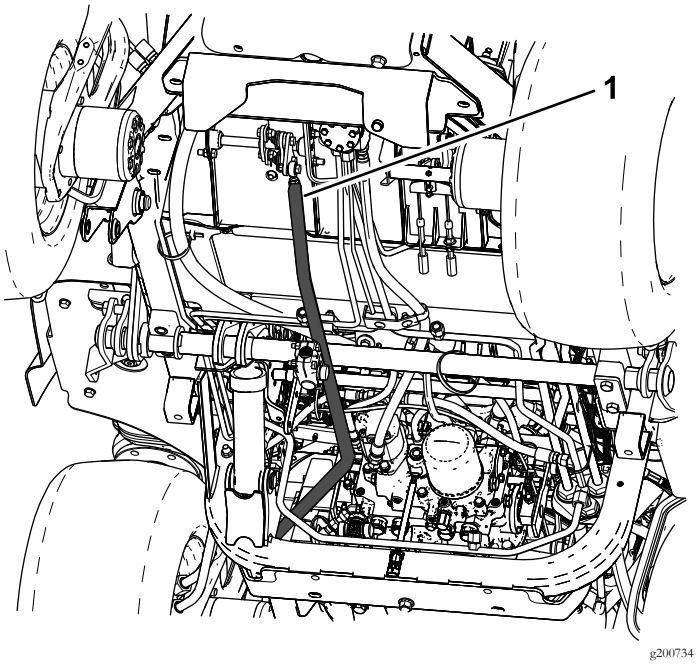
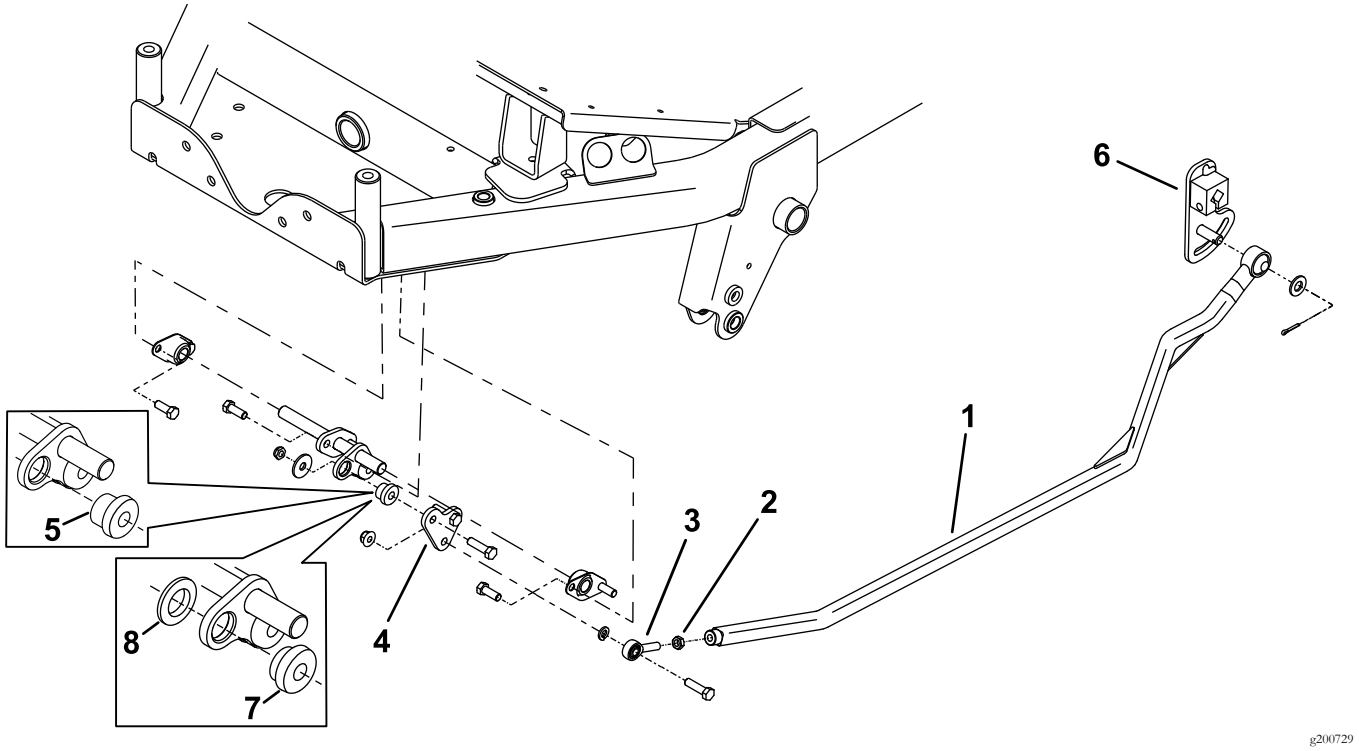

Figuur 5
Figuur 6
2. Verwijder de oude tractiestang van de arm van de tractiehendel en de voorste verbinding (Figuur 5).
3. Monteer het lager aan het uiteinde van de stang en de contramoer op de tractiestang (Figuur 6).
4. Monteer het verbindingsplaatje en de rubberen of de kunststof bevestiging (Figuur 6).
Opmerking: Kies voor deze set de kunststof of de rubberen bevestigingen, afhankelijk van welke het beste gevoel geven bij het werken met de machine. Het is aanbevolen om de rubberen bevestigingen te gebruiken op een machine met een cabine, omdat deze bevestigingen helpen om het lawaai in de cabine te verminderen (Figuur 6).
5. Monteer de nieuwe tractiestang op de arm van de tractiehendel en de voorste verbinding (Figuur 5 en Figuur 6).